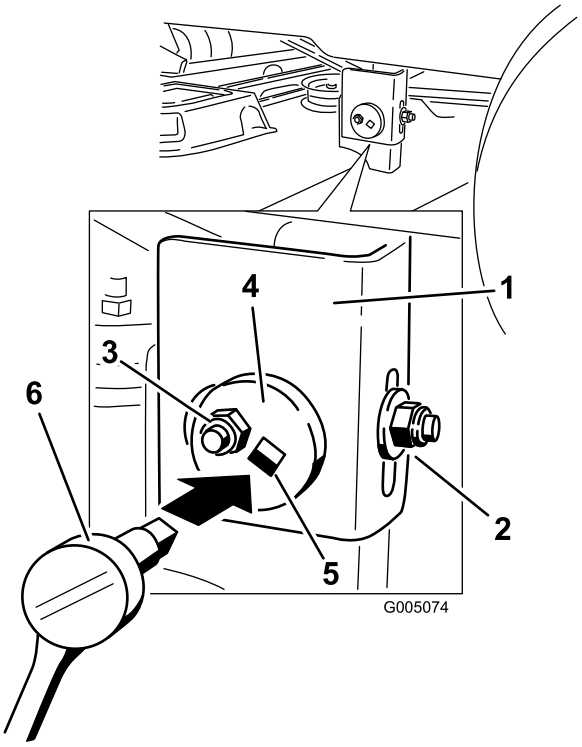

Figure 55
7. Loosen, but do not remove, the rear locking nut on the hanger bracket (Figure 55).
8. Loosen the side locking nut on the hanger bracket just enough to allow the eccentric plate to be adjusted (Figure 55).
9. Stop the deck at the adjusted position and tighten the side locking nut on the hanger bracket to hold the new position (Figure 55).